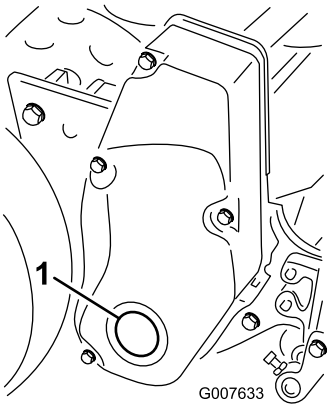

Figuur 57
1. Verwijder de plug in de rechterkap van de messenkooiaandrijving (Figuur 57)